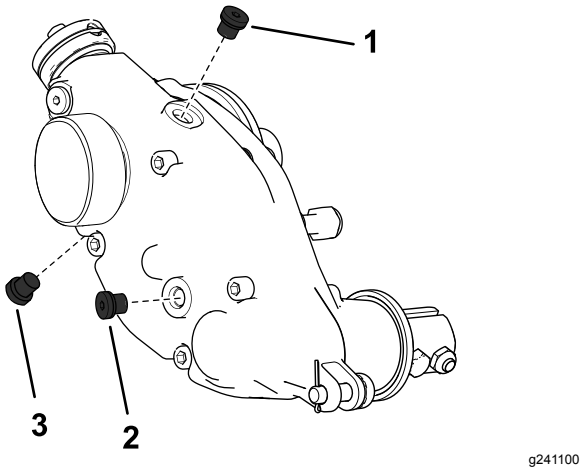

Figur 27
2. Løsne tappepluggen i bunnen av huset (Figur 27).
3. Fjern påfyllingspluggen på siden av huset og løsne lufteppluggen på toppen, slik at luft kan slippe ut (Figur 27).